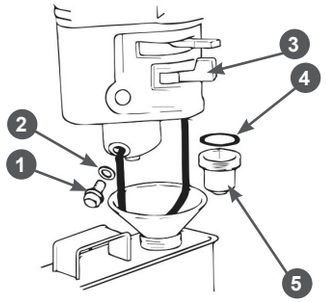

Рис. 18 Обслуживание фильтра-отстойника
Через каждые 300 часов работы необходимо производить очистку топливного бака от грязи и конденсата. Одновременно с очисткой топливного бака необходимо проверять и очищать фильтр 4, установленный внутри бака (Рис. 18). Поврежденный или сильно загрязненный фильтр необходимо заменить.
1. Установите рычаг 3 топливного крана в положение «ЗАКРЫТО» (Рис. 18).
4. Открутите стакан 5 отстойника, вылейте из него топливо в заранее подготовленную емкость (Рис. 18).